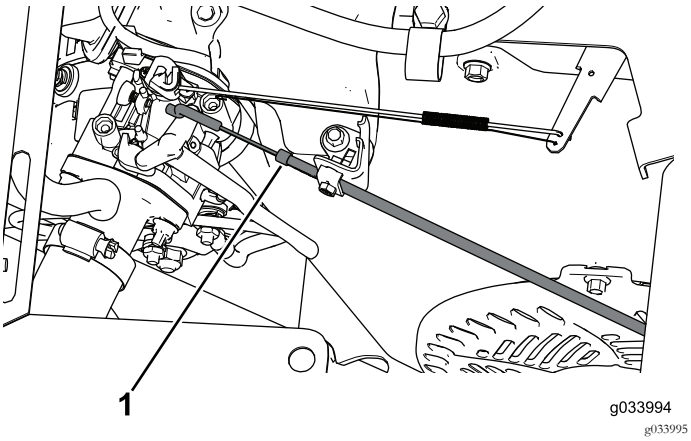

Figura 11
5. Scollegate il cavo dello starter dal motore (Figura 11).